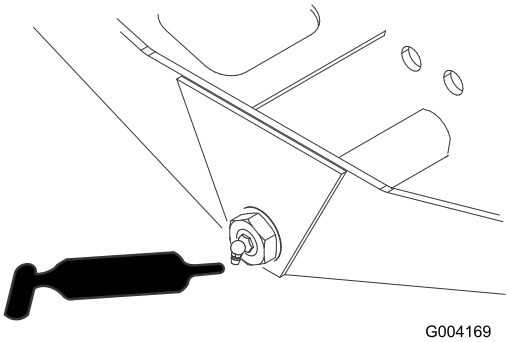

**Figura 49**
- Pivote de dirección del eje (1) (Figura 49)